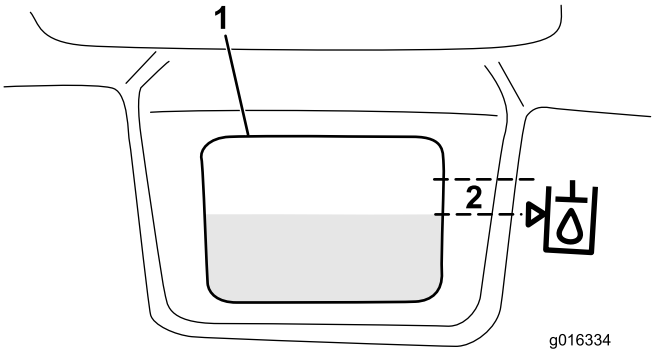

Figur 32
3. Fyll långsamt tanken med lämplig hydraulvätska tills nivån är vid eller inom 6 mm från pilen i symbolen bredvid det vita fönstret på tankens framsida (Figur 32). Fyll inte på för mycket.